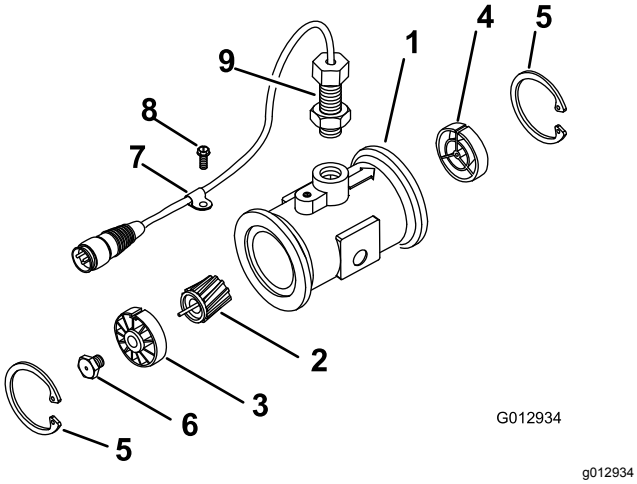

**Figur 47**
3. Fjern låseringen fra opstrømssiden (Figur 47).